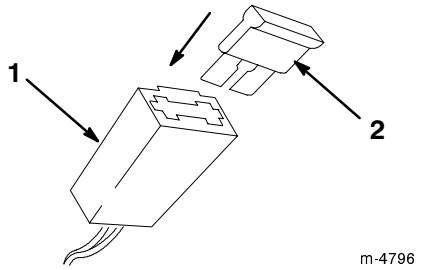

Bild 9
2. Stecken Sie eine neue Sicherung in die Sicherungsfassung ein, siehe Bild 9.